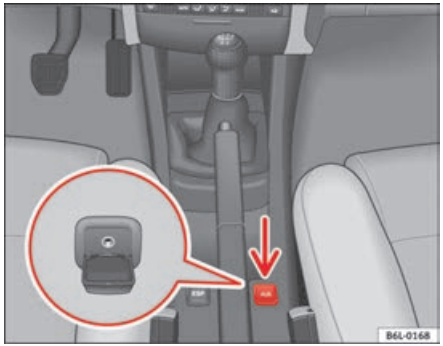

Fig. 87 Auxiliary audio connection
– Lift the AUX. cover ⇒ fig. 87.